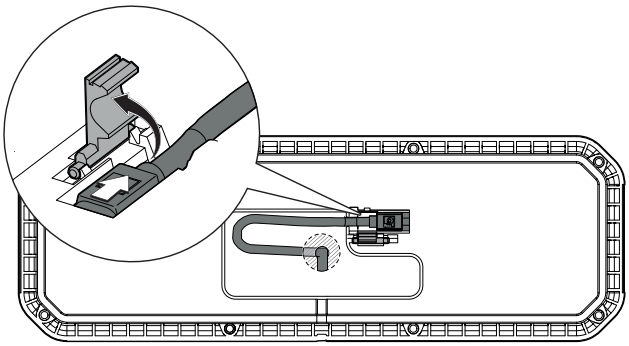

*Figura 60. Desconexión del contacto*
1. Soltar el gancho de bloqueo del conector y retirar el mismo. Véase la Figura 60
3. Almacene suficiente cable en el espacio de la parte posterior del panel para poder acceder a aflojar el conector del panel en caso de que tenga que sustituirlo en el futuro.Figura 60